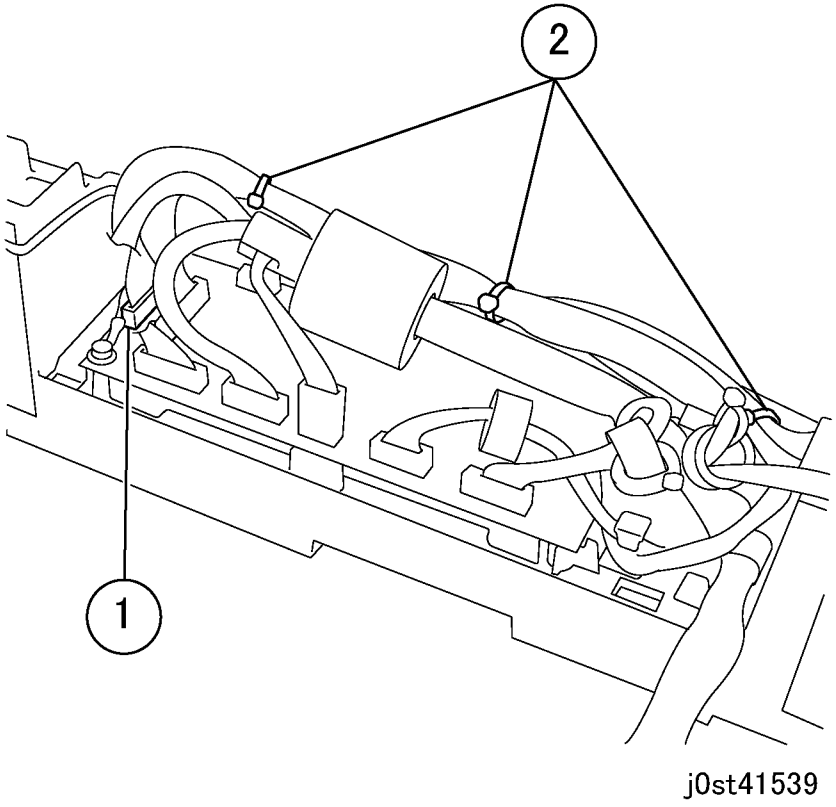

Рисунок 3 Отсоединение разъема (j0ch41539)
5. Отсоедините разъем (рисунок 3).